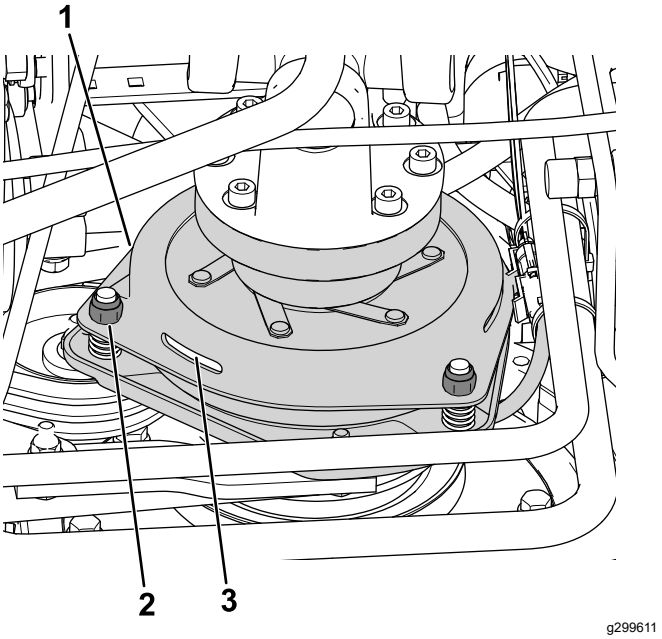

**Figuur 80**
3. Stel de elektrodenafstand zodanig in dat u een lichte druk voelt als u een voelermaat van 0,3 mm tussen de koppelingsvoering en de frictieplaat schuift (Figuur 80).
**Opmerking:** U kunt de afstand verkleinen door de stelmoeren rechtsom te draaien (Figuur 80). De maximale elektrodenafstand is 0,6 mm. Stel de 3 elektrodenafstanden in op 0,4 mm.